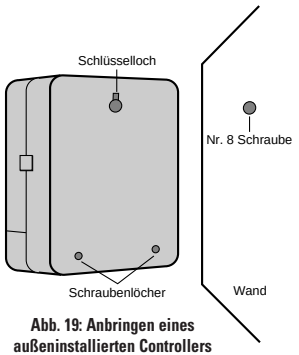

Abb. 19: Anbringen eines außeninstallierten Controllers
- Schieben Sie die schlüssellochartige Öffnung an der Rückseite des Controllers über die vorstehende Schraube. Schrauben Sie je eine Schraube der Größe 8 durch die beiden Öffnungen unten am Kasten in die Wand **[siehe Abb. 19]**.